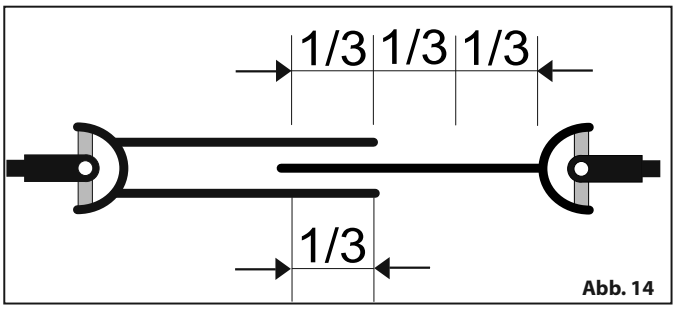

Abb. 14
- **In jeder Arbeitsbedingung müssen die Teleskoprohre mindestens über 1/3 ihrer Länge überlagert sein „Abb. 14".**